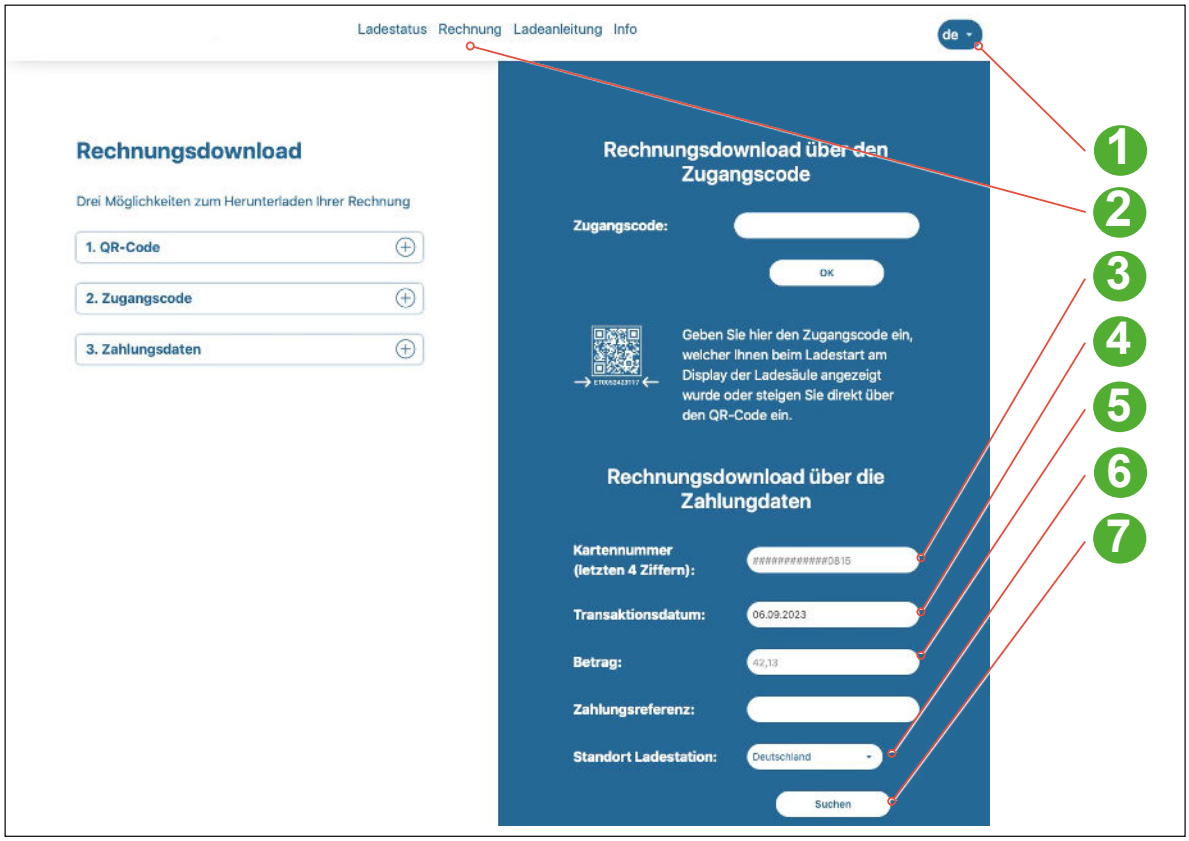
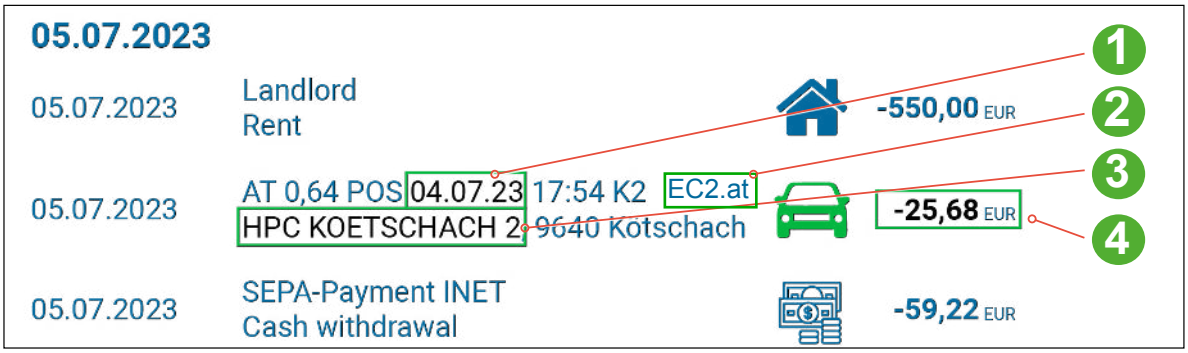

Abb. 45: Homepage www.eccharging.info
Abb. 44: Online-Banking Buchungszeile
- Alternativ: Link bei Buchungszeile siehe ❷ bei Abb. 44 ist in einem Webbrowser geöffnet.
1. Die gewünschte Sprache wählen: ***"Deutsch (DE) oder Englisch (EN)"***:
siehe ❶ bei Abb. 45.
2. In der Kopfzeile auf die Schaltfläche ***"Rechnung"*** klicken: siehe ❷ bei Abb. 45.
3. In der Zeile ***"Kartennummer"*** die letzten vier Ziffern der verwendeten Zahlkarte (Debit- oder Kreditkarte) eintragen: siehe ❸ bei Abb. 45.
4. Die Website des Online-Banking öffnen und die Buchungszeile des Ladevorgangs suchen: siehe Abb. 44.
❶ Datum des Ladevorgangs, ❸ Standort der Ladestation und ❹ Betrag des Ladevorgangs.
5. Die Daten der Buchungszeile in geöffneten Website "www.eccharging.info" eintragen: siehe Abb. 45.
- Transaktionsdatum in Zeile ❹ bei Abb. 45 eintragen.
- Betrag des Ladevorgangs in Zeile ❺ bei Abb. 45 eintragen.
- Standort der Ladestation in Zeile ❻ bei Abb. 45 auswählen.
6. Auf die Schaltfläche ***"Suchen"*** klicken: siehe Zeile ❼ bei Abb. 45.